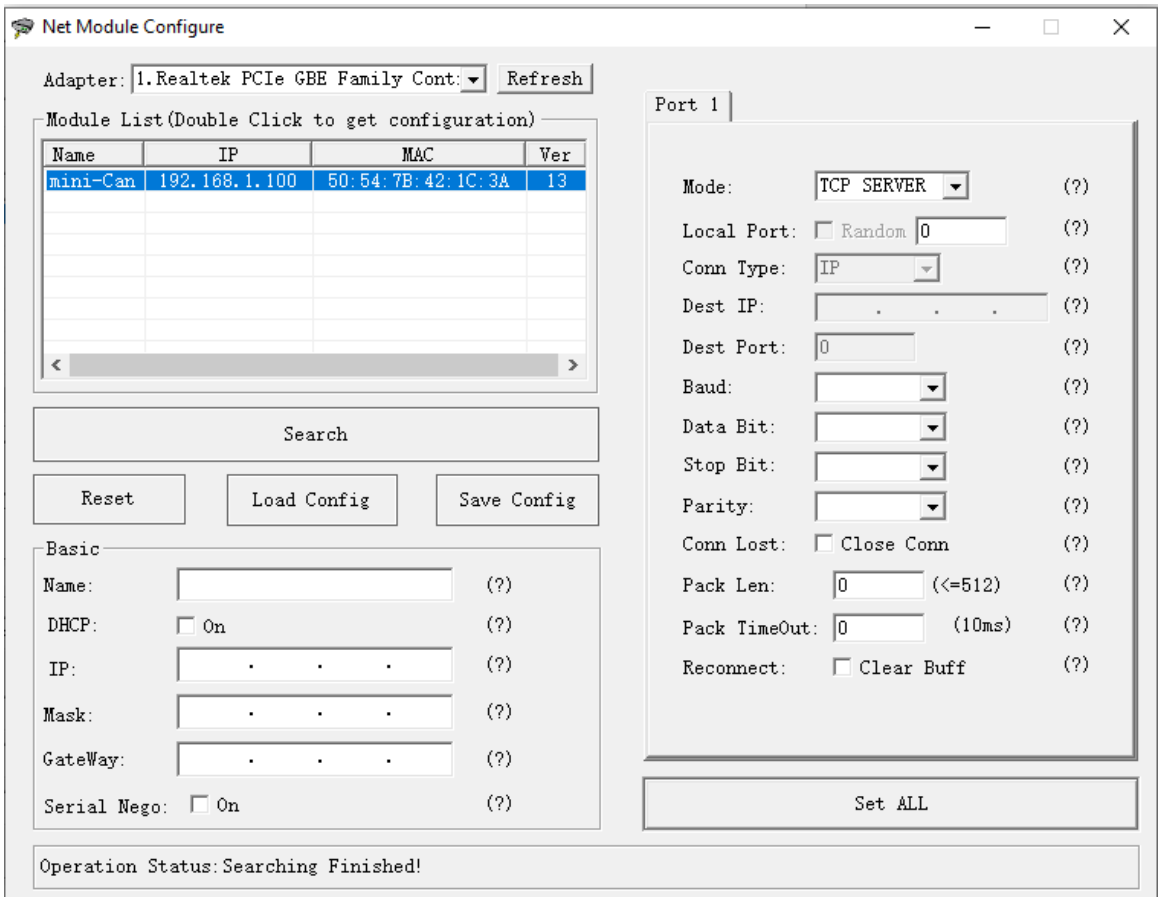

Рисунок 4 – Список найденных приборов
2.6.7.5 В списке появятся IP-адреса найденных в сети приборов (Рисунок 4).